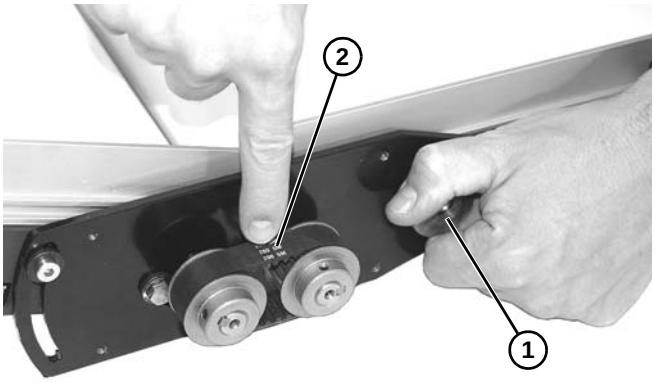

Abbildung 81
8. Exzenterknopf **(Abbildung 81, Teil 1)** drehen, um eine 3-6 mm Bandauslenkung in der Bandmitte **(Abbildung 81, Teil 2)** mit rund 1360-2268 Gramm Kraft zu erhalten.